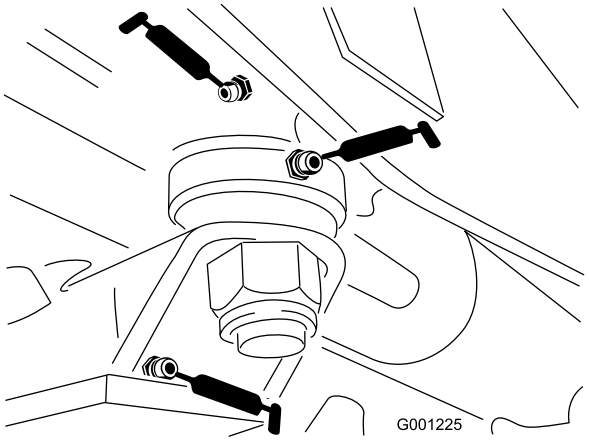

Figur 43
- Styrplattans bussningar (Figur 43)
- Axelstiftets bussning (Figur 43)